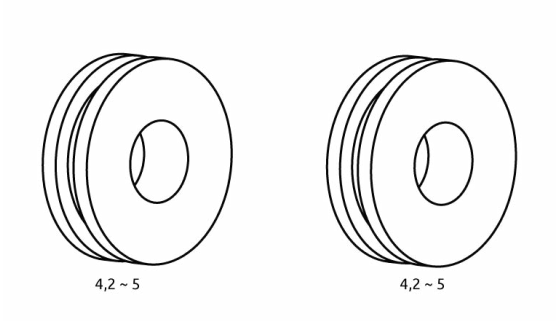

Рис. 8.9. Ролики.
• При значительном износе канавки подающего ролика (см. рис. 8.9) необходимо одновременно заменить два подающих ролика.